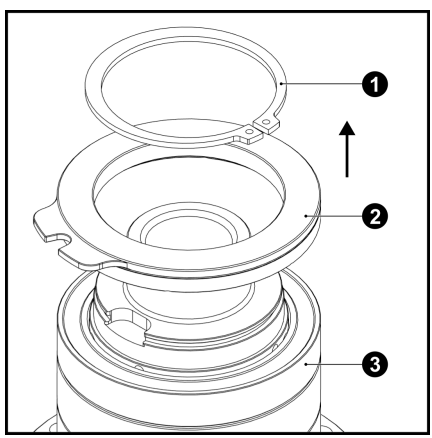

Рис. 18
3.9 Установите блокировку в вертикальное положение, так чтобы зубья ведомой шестерни были направленны вверх. Это предотвратит выход блокирующей муфты (**3**) из направляющих отверстий корпуса. (**Рис. 18**)
3.10 Снимите стопорное кольцо (**1**) удерживающее магнит и сам магнит (**2**) и отложите их в сторону до момента окончания регулировки натяга подшипников и зазора главной пары. Блокирующая муфта (**3**) должна остаться на своём месте. (**Рис. 18**)